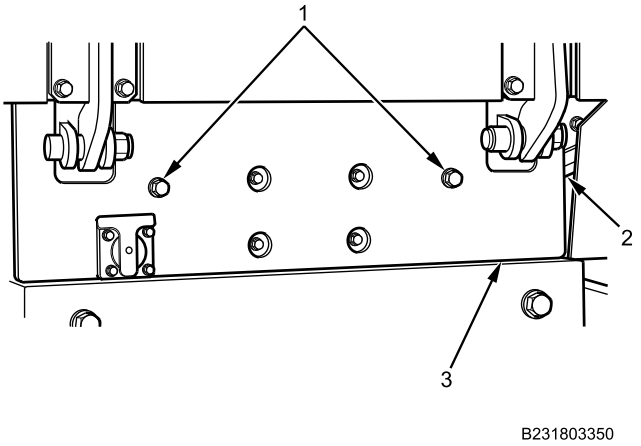

Figure 6. Rear Cover Plate Installation.
3. Rotate rear cover plate (Figure 6, Item 3) upward into position.
4. Install rear cover plate (Figure 6, Item 3) on vehicle (Figure 6, Item 2) with two bolts (Figure 6, Item 1). Tighten bolts securely.